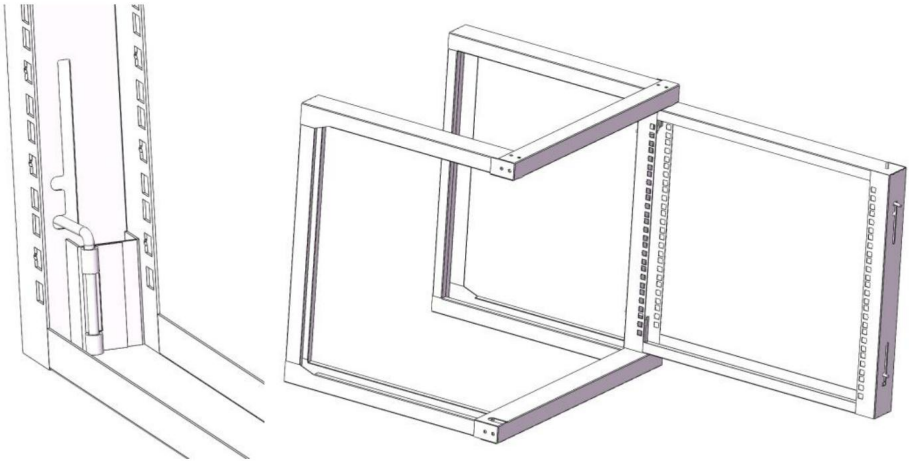

Abbildung 4
4. Setzen Sie das Türset (3) in die markierte Position am Rahmen ein und verriegeln Sie anschließend nacheinander die beiden Türriegel auf der rechten Seite des Türsets (3) am Gestell. Stellen Sie sicher, dass sich die Tür leicht öffnen und schließen lässt. Siehe Abbildung 4.